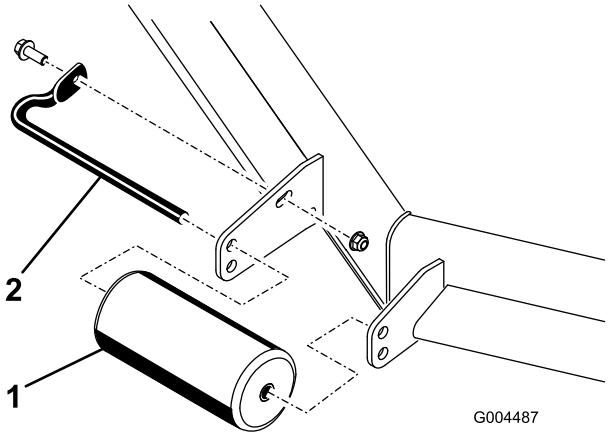
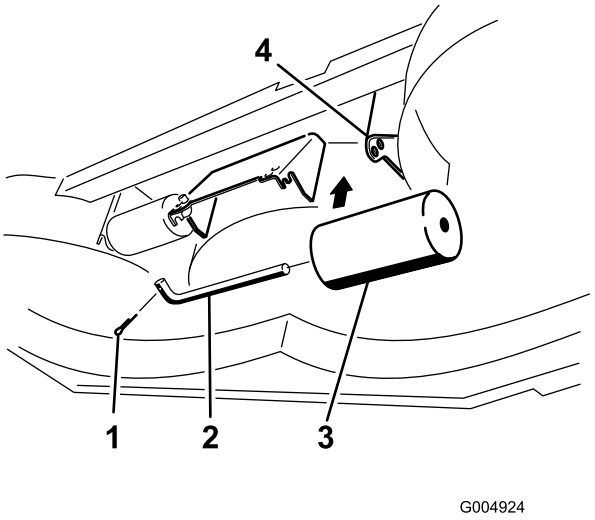

Figur 20
Figur 24
4. Afmonter de beslag, der holder hver enkelt rulle fast på plæneklipperskjoldet, og flyt rullerne opad eller nedad efter behov; se Figur 20 til Figur 24 afhængigt af din plæneklipper.